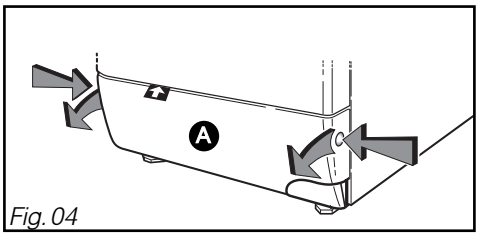

Fig. 04
– Ouvrez en appuyant simultanément sur les bossages se trouvant de part et d'autre de la **plinthe** A tout en tirant cette dernière vers vous *(Fig. 04).*
– Enlevez la plinthe *(cf Fig. 04, pages précédentes)*.